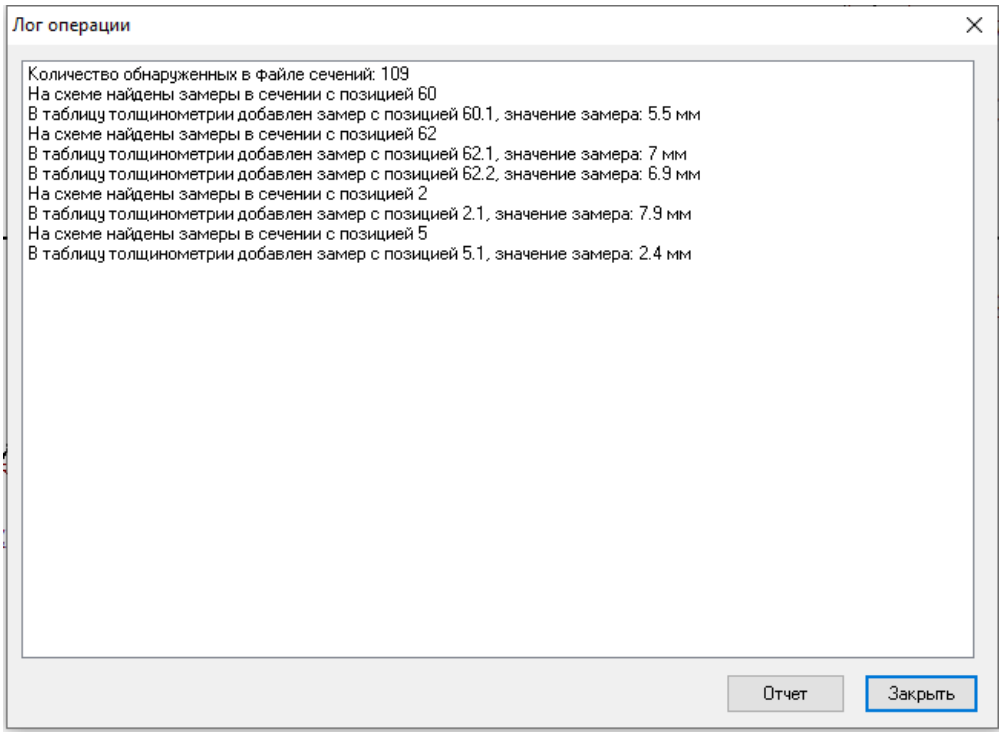

Рис. 5.4 – Диалоговое окно «Лог операции»
9. Убедиться в успешном завершении импорта путем ознакомления с информацией в появившемся диалоговом окне «Лог операции» (рис. 5.4).